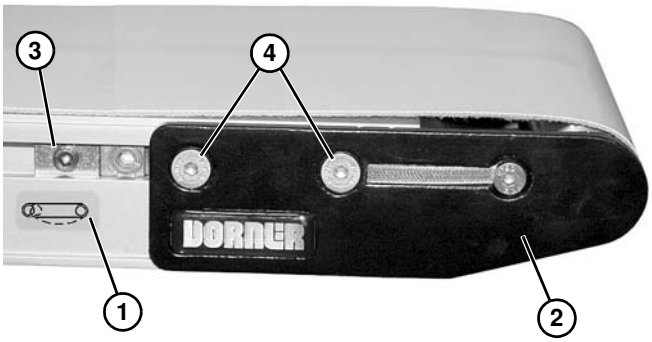

Abbildung 32
5. Auf der Spannseite des Förderbands, mit einem Etikett gekennzeichnet **(Abbildung 32, Teil 1)**, die Kopfplattenbaugruppe **(Abbildung 32, Teil 2)** eindrücken:
a. Auf beiden Seiten des Förderbands die Exzenter-Tracking-Baugruppen **(Abbildung 32, Teil 3)** (falls vorhanden) lösen und weg von den Kopfplatten bringen.
b. Befestigungsschrauben **(Abbildung 32, Teil 4)** lösen und Kopfplattenbaugruppe nach innen drücken.